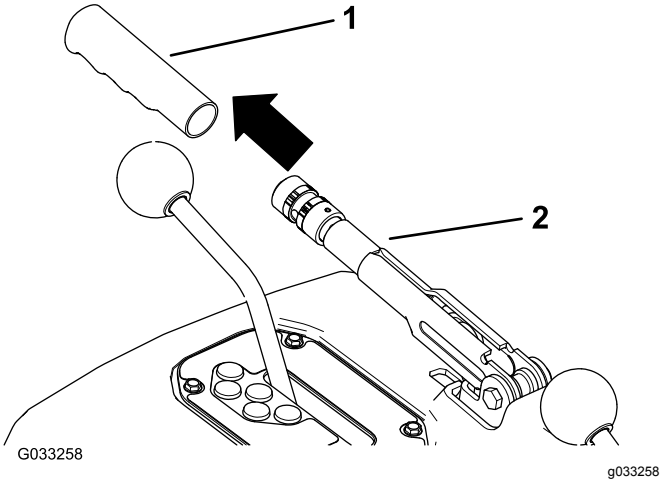

図 74
1. 駐車ブレーキレバーのゴム製グリップをはずす図 74。
5. 駐車ブレーキレバーにゴム製グリップを取り付ける図 74。